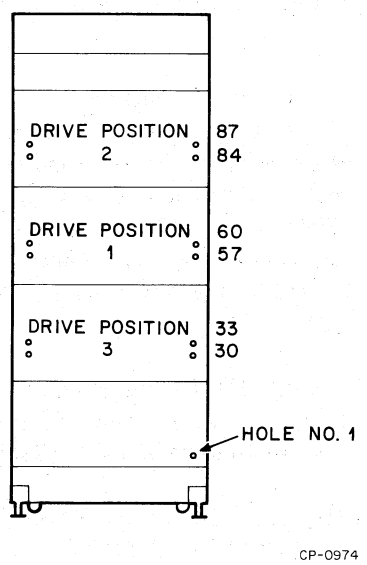

Figure 5-1 Chassis Slide Mounting Hole Locations
2. If the drive is to be installed in an existing rack, install the chassis slides in the rack as shown in Figure 5-1. Install clip-in nuts (DEC part no. 9007786) in the holes noted. If further information is required, refer to RS04 Option Configuration Drawing No. D-OC-RS04-0-4 for detailed specifications of a multiple-drive installation.